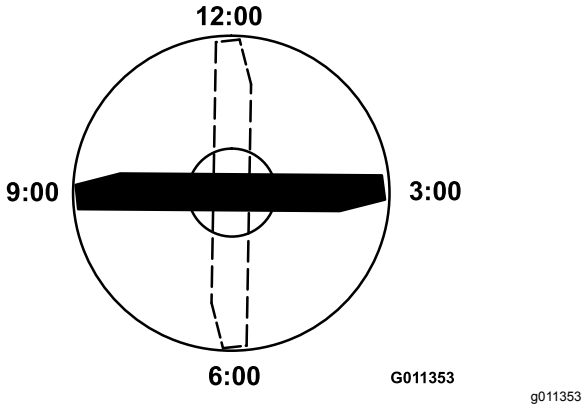

图 70
3. 将刀片带标记一端的刀刃放在 12 点钟位置剪草方向的正前方并测量从桌面到刀片刀刃的高度图 70。
4. 将刀片的标记端旋转至 3 点钟和 9 点钟位置并测量高度图 70。